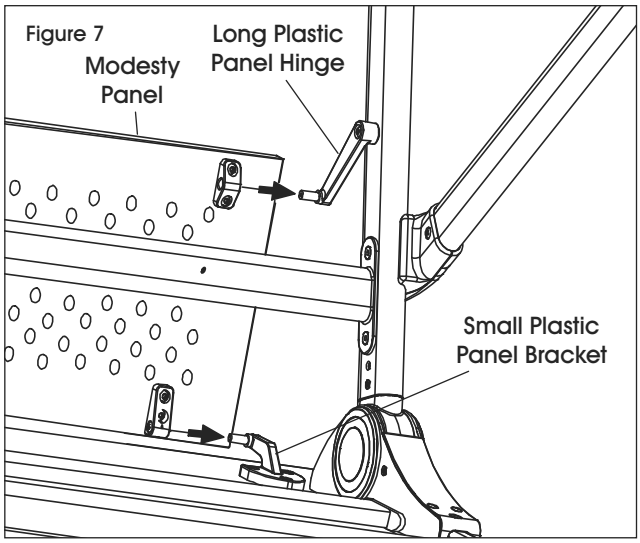

Figure 7
9. Attach the modesty panel (2) to the long plastic panel hinge (8) and small plastic panel bracket (7) on one leg. (See Figure 7)